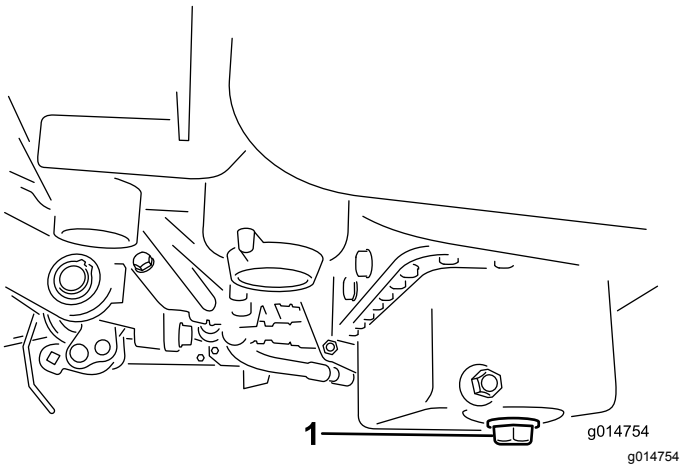

Figur 40
1. Ta bort avtappningspluggen och låt oljan rinna ned i ett kärl. Sätt tillbaka avtappningspluggen när oljan har slutat rinna (Figur 40).